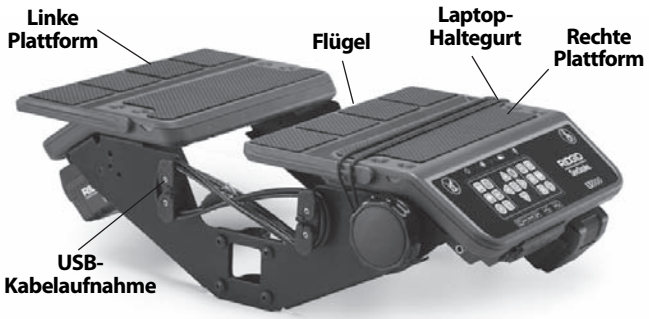

Abbildung 7 – Senken der Plattformflügel
5. Führen Sie das USB-Kabel des LT1000 zum USB-Anschluss des Laptops und schließen Sie es dort an. Wickeln Sie das überschüssige Kabel auf die USB-Kabelaufnahmen. (*Siehe Abbildung 7.)*